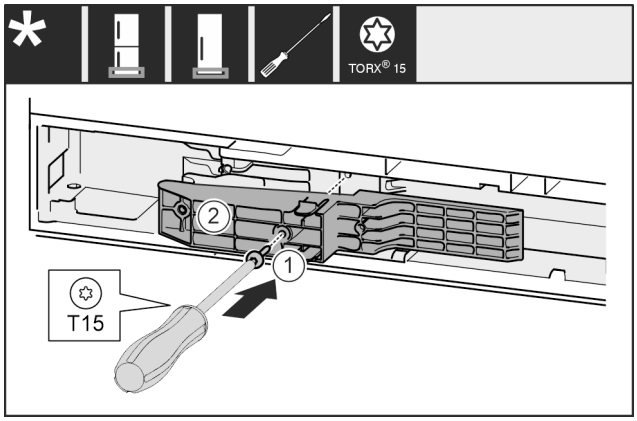

*Fig. 67 **
▶ Introduceți adaptorul *Fig. 67 (1)* în canelura de pe partea mânerului.*
▶ Înșurubați ferm șurubul *Fig. 67 (2)* cu șurubelnița.*